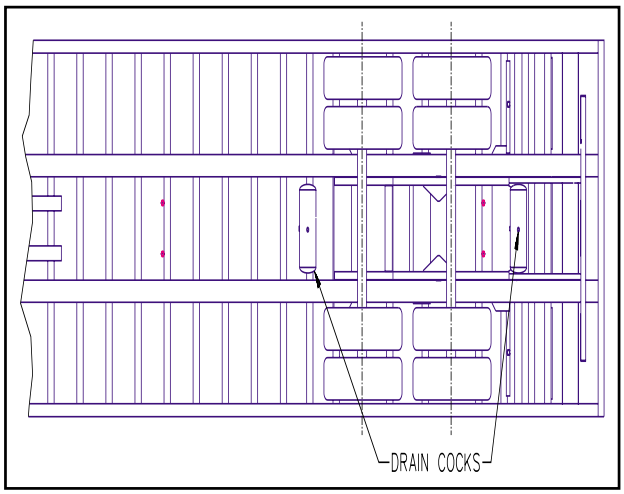

Figure 4-10 Drain Cock Locations
d. Drain air reservoir daily. A drain cock on the bottom of each air reservoir vents the tank to drain collected water and oil. If held open, air pressure in the tanks is relieved, causing the emergency or parking brakes to be applied **(See Figure 4-10).**
Check for faulty units. Check the condensation holes on the underside of the brake chambers to make sure they are open. The spring brake has two brake chambers, a service chamber and and an emergency chamber or spring chamber **(See Figure 4-10).** Service brake chambers should be disassembled and cleaned at 50,000 miles or yearly. The diaphragm and any marginal parts should be replaced. When replacing the service diaphragm, replace the corresponding parts for the other chamber on the same axle (to aid in even brake application and release). Examine yoke pin for wear and replace as necessary. The spring chamber should not be serviced. Replace entire unit (both service and spring chamber) if spring chamber becomes faulty.